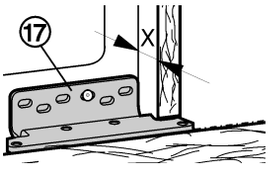

Fig. 30
- ▶ At the bottom of the turn hinge *Fig. 30 (17)*, measure the distance (X) from the front edge of the unit side wall to the appliance.
▶ At the bottom of the turn hinge *Fig. 30 (17)* again measure the distance (X) from the front edge of the unit side wall to the appliance.